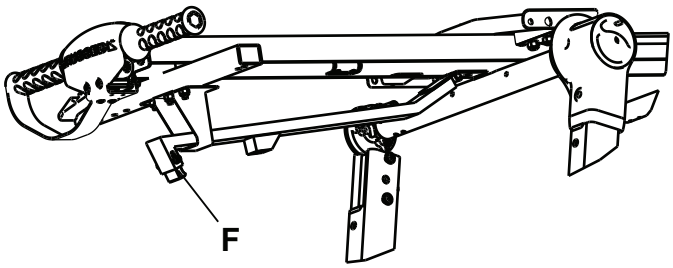

Figura 17 – Regolazione della punta del gancio
2. Provare a scaricare la barella da un veicolo per verificare che il gancio di sicurezza sia connesso alla piastra di presa. Utilizzando una chiave Allen M5, regolare la punta del gancio (F), come necessario, per far sì che il gancio di sicurezza e la piastra di presa siano connessi durante lo scarico (Figura 17).